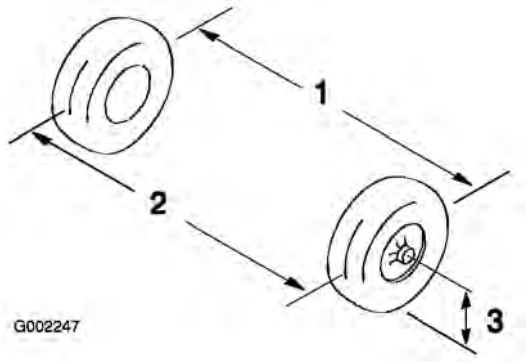

Figur 50
2. Mål afstanden mellem begge fordækkene ved akselhøjden ved både forsiden og bagsiden af fordækkene (Figur 50).